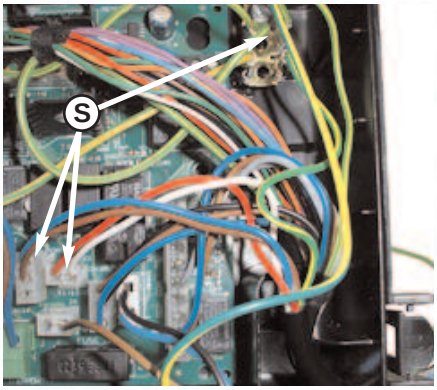

Fig. 18.66
3. Remove the pump plug from the control board and earth plug from earth socket "**S**" *(see Fig. 18.66);*